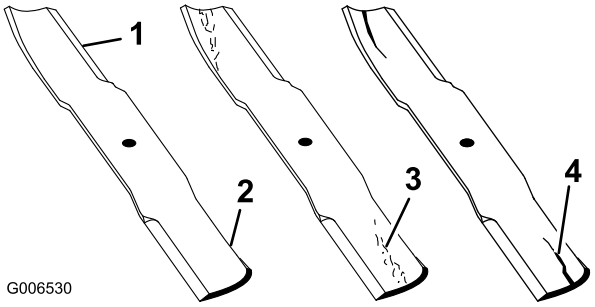

Figur 87
1. Kontrollera eggarna (Figur 87). Om eggarna är slöa eller har hack ska knivarna tas bort och slipas. Se Slipa knivarna (sida 62).
2. Kontrollera knivarna, speciellt den böjda delen (Figur 87). Montera omedelbart en ny kniv om du upptäcker skador, slitage eller spårbildning i detta område (Figur 87).